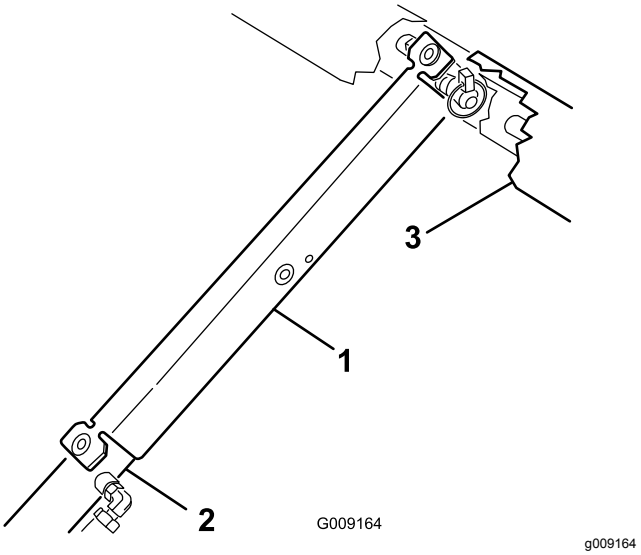

Figur 43
8. Skyv støttepilaren for lasteplanet på sylinderstangen. Påse at pilarendene hviler på enden av sylinderløpet og sylinderstangen (Figur 43).